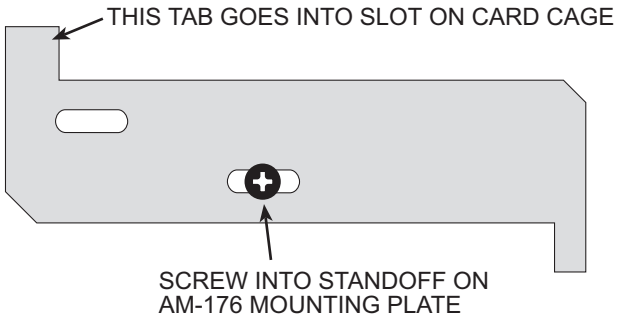

***Figure G-3: Retainer Bracket (detail)***
2. Fix the Roadrunner 75 board with the retainer bracket (DWF-20782-00) provided in the kit. Screw the bracket into the standoff on the Roadrunner 75 mounting plate, and insert the wider of the two tabs on the bracket into the slot on the card cage. When oriented correctly, the bracket will not be able to swivel enough to touch the circuit board. See Figures G-3 and G-4.